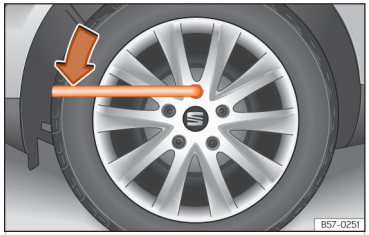

Abb. 249 Radwechsel: Radschrauben lockern.
- Radschlüssel bis zum Anschlag auf die Radschraube schieben ››› (Abb. 249).